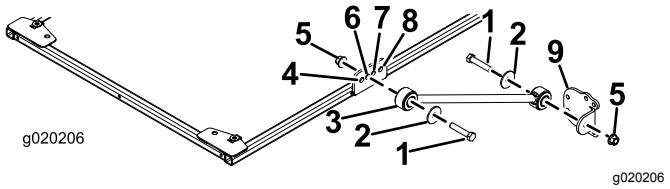

Figura 21
- Per i modelli 30446, 30446N, 30447 e 30447N, su ciascun lato del telaio del parasole montate, senza serrarlo, un supporto di ancoraggio sul **secondo** foro della staffa di ancoraggio con un bullone (½" x 2½"), una rondella (½") e un dado flangiato (½"), come illustrato nella Figura 21.